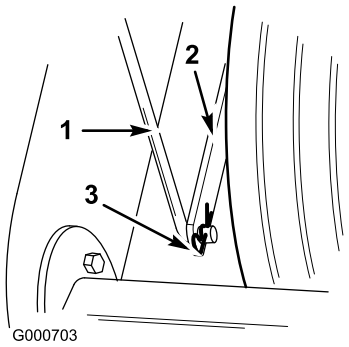

Figur 6
7. Säkra höjdreglagestångens nedre ände vid fästet på framhjulsstödet med en hårnålssprint (Figur 6).